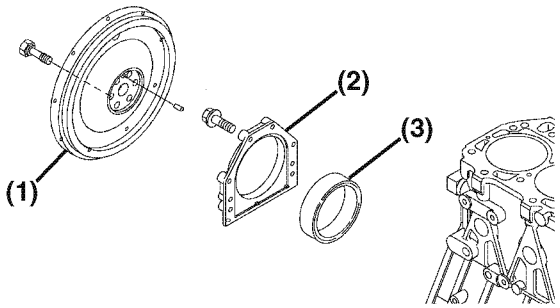

Figure 6-139
7. Apply ThreeBond Liquid Gasket No. 1212, Yanmar Part No. 977770-01212 to the mounting flange of the seal housing **(Figure 6-139, (2))**.
10. Reinstall the flywheel **(Figure 6-139, (1))** and tighten the bolts to the specified torque. *See Special Torque Chart on page 6-25 for specifications.*